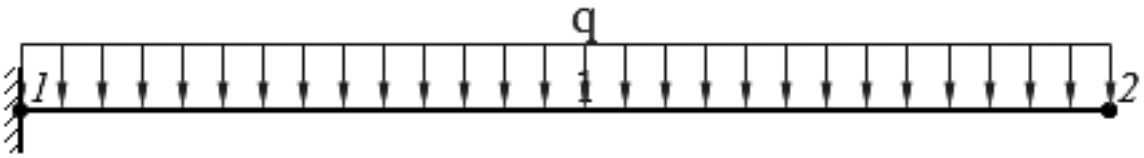

Рисунок 3.2 – Балка с опорой в виде жесткой заделки
4. Дана балка с опорой в виде жесткой заделки (рисунок 3.2). К балке приложена равномерно-распределенная нагрузка $\boldsymbol{q} = 15$, кН/м. Длина балки $\boldsymbol{l_{12}} = 3$ м. Определить значения реакций, возникающих в жесткой заделке.